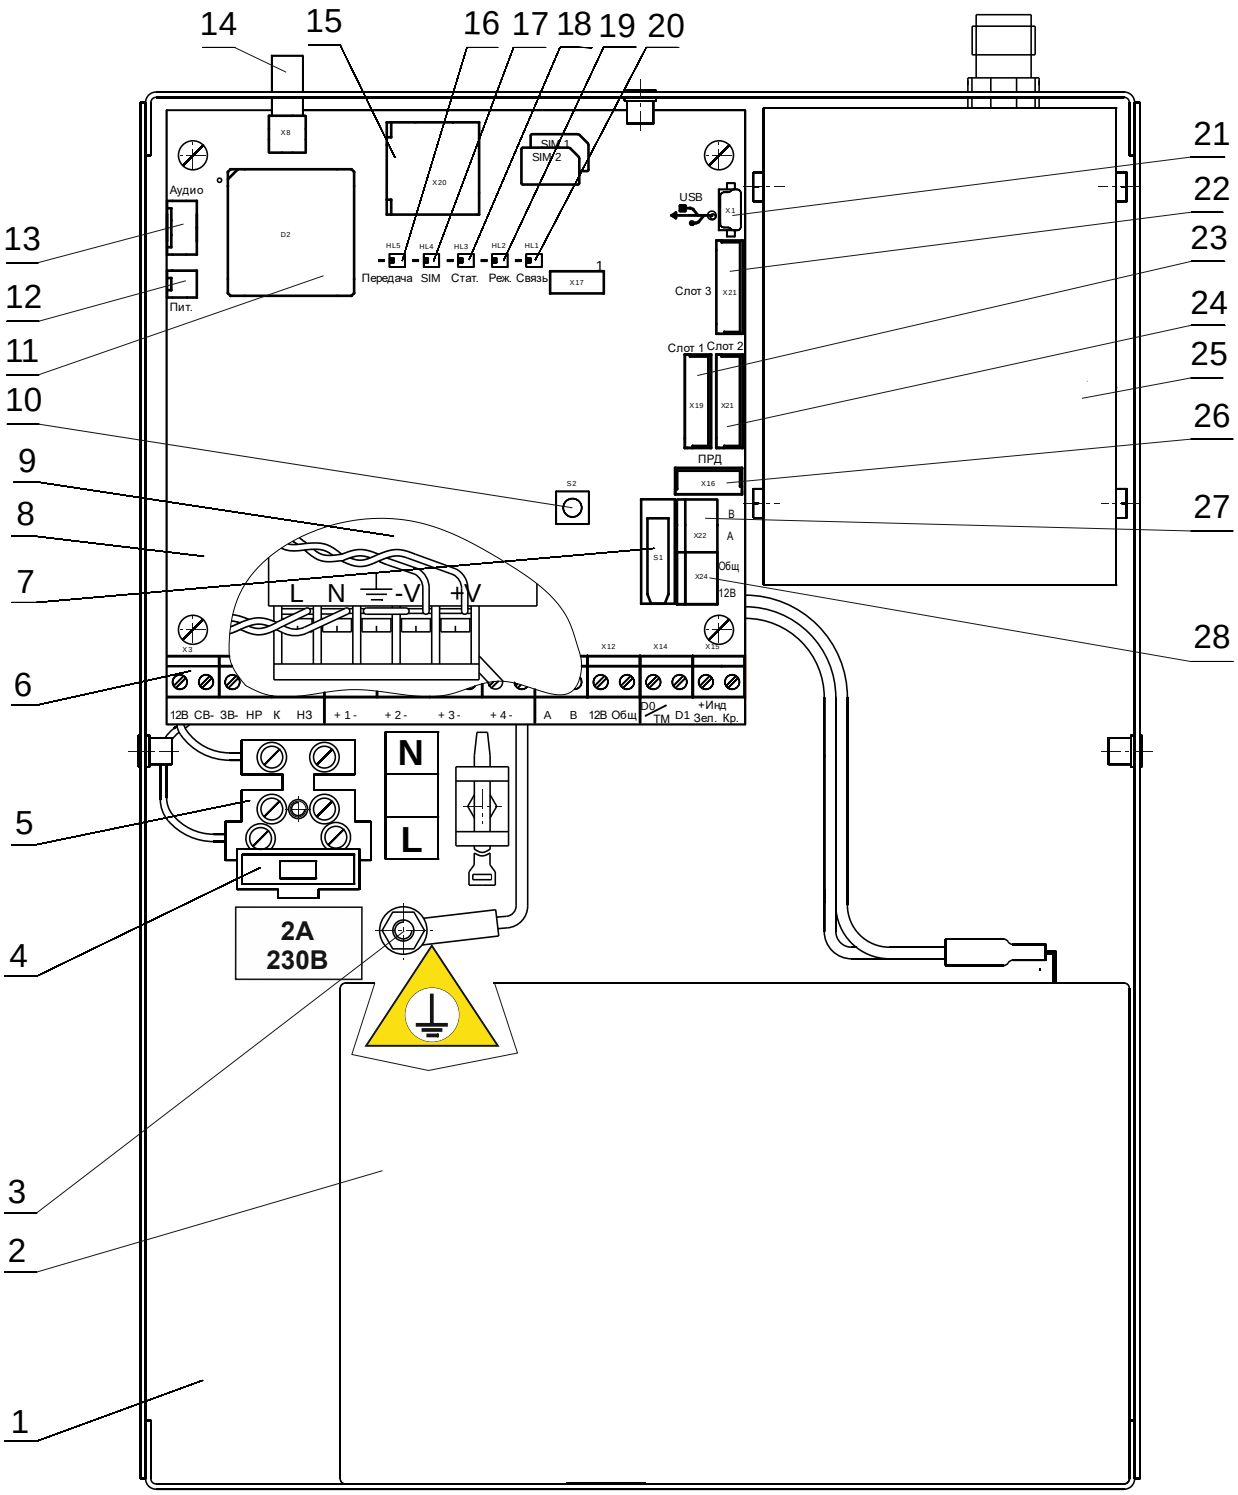
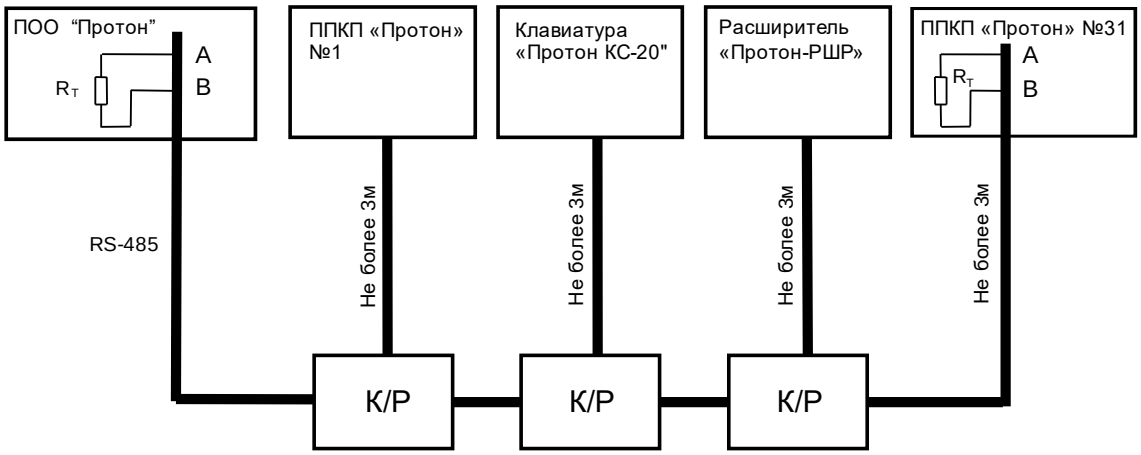

Рисунок 1
Рисунок 5
3.3.1 К линии № 1 (входы «А», «В», «12В», «Общ» см. рисунок 1, поз. 6) подключаются приборы ПОО/ППКП «Протон» в режиме ППКП - для увеличения количества шлейфов, а также клавиатуры «Протон КС-20» и расширители РШР в количестве до 32 устройств (рисунок 5).
3.3.2 К линии № 2 (входы «А», «В», «12В», «Общ», см. рисунок 1, поз. 27, 28) подключается объектовая система охранной и пожарной сигнализации стороннего производителя. По линии может осуществляться прием извещений от: